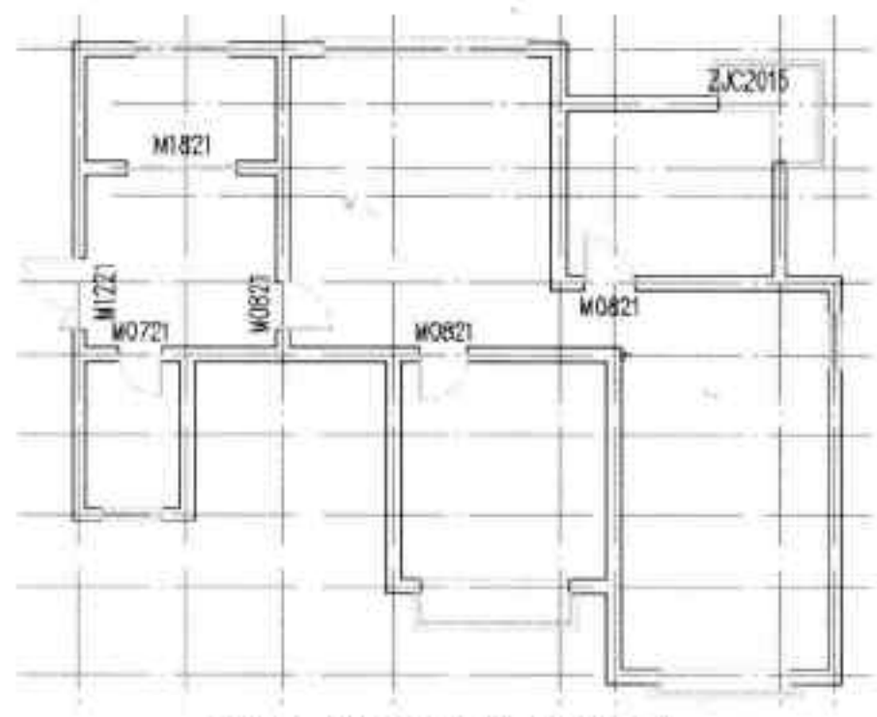

图16-90 绘制卧室窗图块
Step 26 打开“窗”对话框，对窗参数进行设置，并选择好窗图块，然后指定好窗位置，完成卧室窗的绘制操作，如图 16-90 所示。